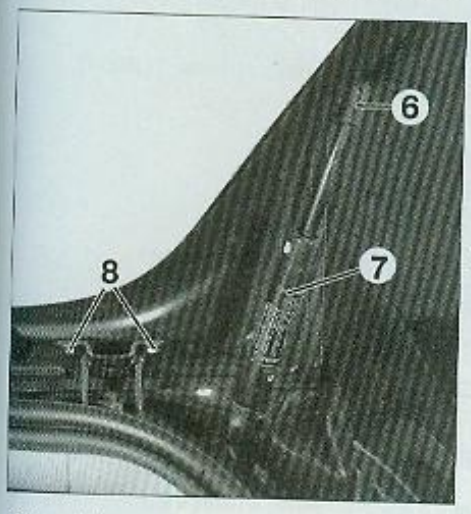

FIG. 61
• De chaque côté **(Fig.61)** :
- déboiter les fixations supérieures (6) des vérins (7) sur le hayon.
- déposer les vis de fixation (8) des charnières sur le hayon.